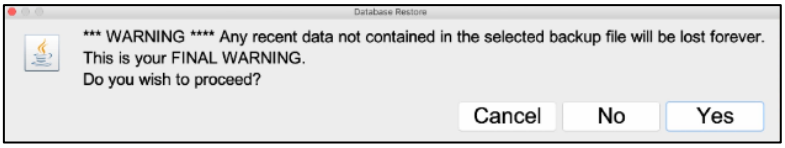

Figure 22: T-POS Terminal Database Restore
3. Select T-POS Utilities → Apply SQL Script. See Figure 22.
3. Select T-POS Utilities → Apply Updates. See Figure 22.